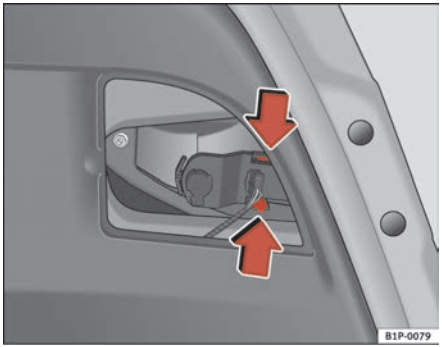

Fig. 172 Removing the lampholder
– Take the lampholder out pressing on the securing pins and extract it outwards ⇒ page 251, fig. 172.